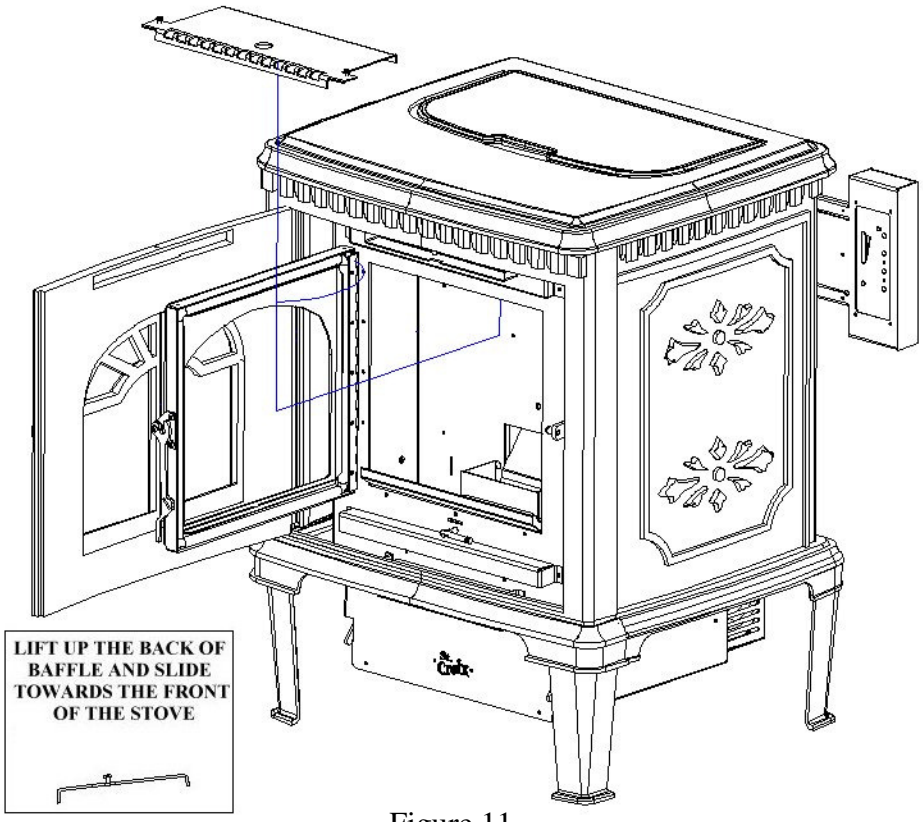

Figure 11
4. **Heat Exchange Baffle.** Remove the baffle and clean the ashes that accumulate on a regular basis. Once a month or sooner, depending on the quality of fuel being used *(See Figure 11 on Page 18)*
Figure 11 shows how the baffle is removed from the Stove. Clean the baffle on a regular basis. Frequency of cleaning depends on amount of fuel being burnt and the quality of the fuel. **Failure to clean the Baffle can cause the stove to become plugged with Fly Ash.**